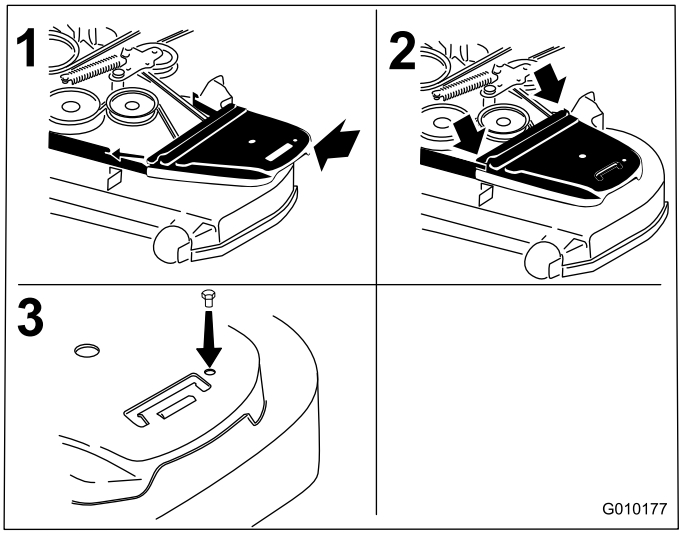

Figur 74
12. Sätt tillbaka remkåporna (Figur 74).